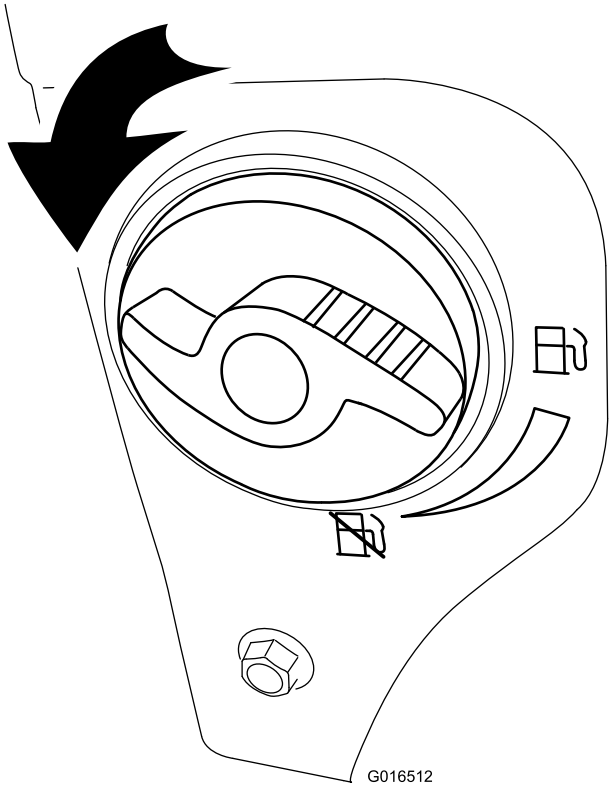

Figur 26
2. Öppna bränslekranen genom att vrida den 1/4 varv motsols (Figur 26).